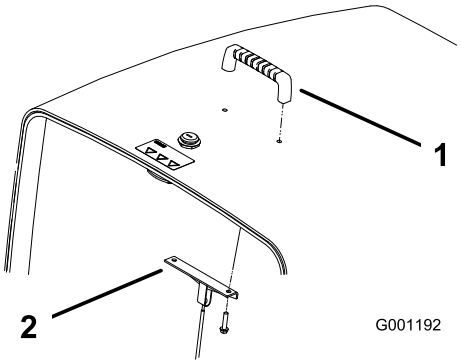

**Figuur 5**
2. Monteer de handgreep en de kabelbeugel aan de kap met (2) schroeven (Figuur 5).